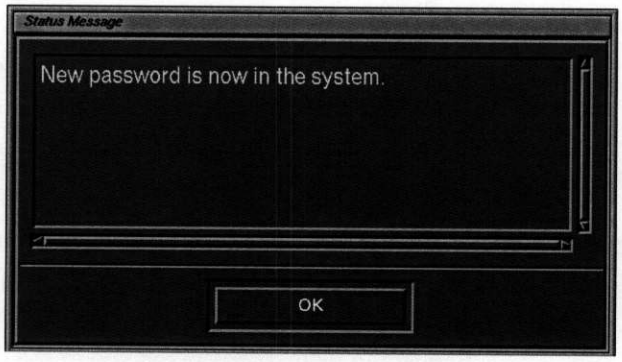

**Figure 9 Password Changed Status Message**
**Step 5.** Type in the new password. When finished, click **OK**. The Password window disappears and the Status Message (*Figure 9 Password Changed Status Message, page 9*) appears with a message that the new password is accepted.